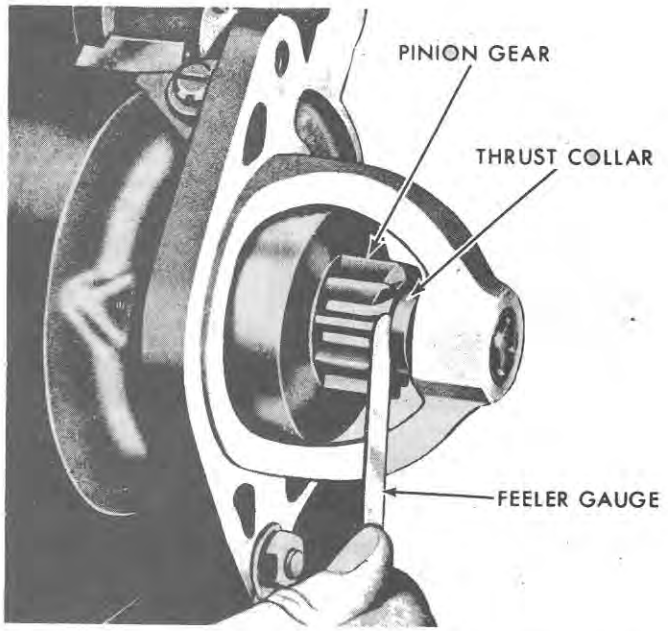

Figure 49
a. Insert a feeler gauge of the proper thickness between the pinion gear and thrust collar, Figure 49.